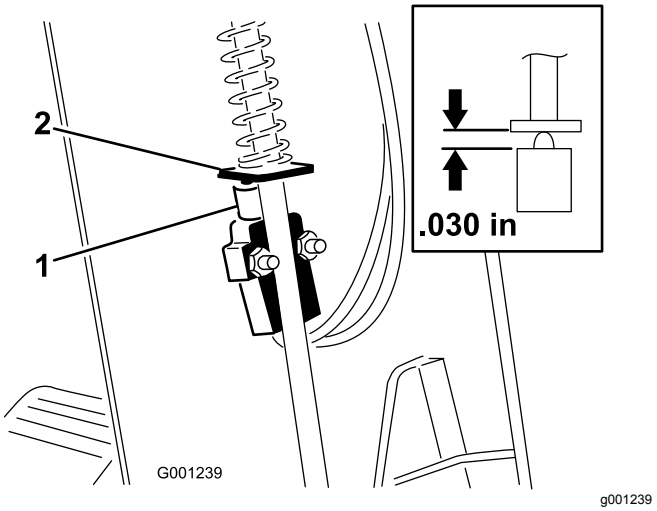

Figur 74
3. Skjut upp kåpan längs med styraxeln för att exponera parkeringsbromsbrytaren (Figur 74).
5. Rikta in parkeringsbromsspakens paddel med brytarkolven (Figur 74).
6. Tryck ned parkeringsbromsstången och tryck upp brytaren tills brytarkolvens sammanpressade längd är 0,7 mm, se Figur 74.